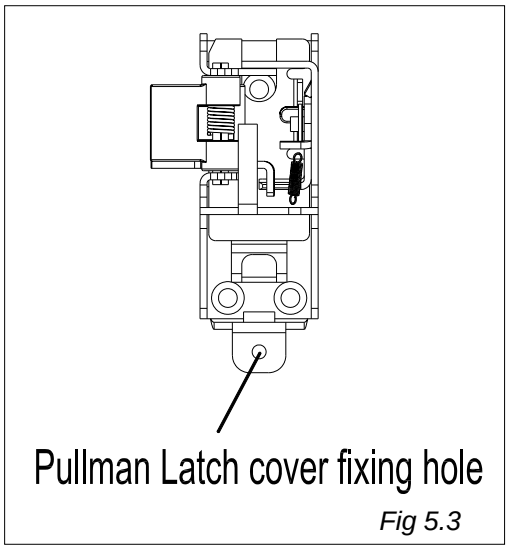

Fig 5.3
8) To fit rod covers (item K): take a measurement from the Panic Latch rod cover to the centre of Pullman latch cover fixing hole (**See Fig 5.3**). Cut rod covers to the measured lengths and fit by clipping over the rod clips (item L).